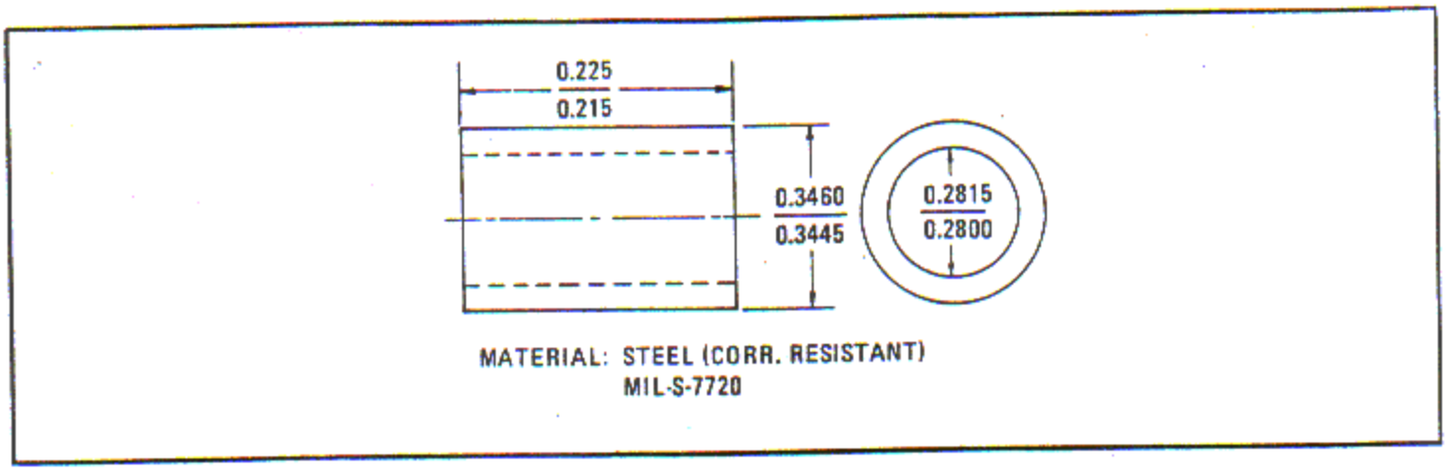

Figure 6-156. Bushing For Intercylinder Deflector Attaching Hole of Rocker Box Covers
a. Where possible, ream the bolt hole to 0.343 - 0.344 inch and install bushing. See figure 6-156.